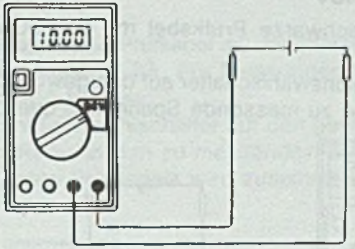

Fig. 5-1 Messen von Gleichspannungen
2. Stellen Sie den Funktionswahlschalter auf den gewünschten DCV-Spannungsquelle an (siehe Fig. 5-1).